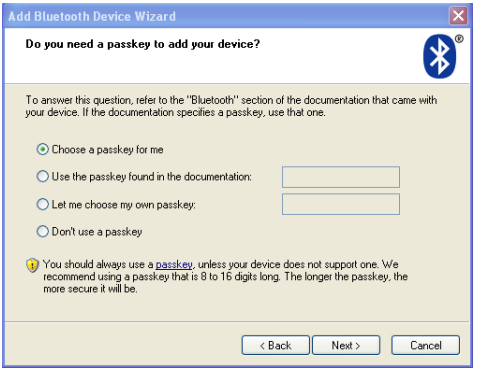

Figura 11
6) Selezionare il simbolo Bluetooth, quindi sarà possibile selezionare il tasto “Next”, fare clic su di esso per visualizzare la finestra di dialogo come mostrato in Figura 11.